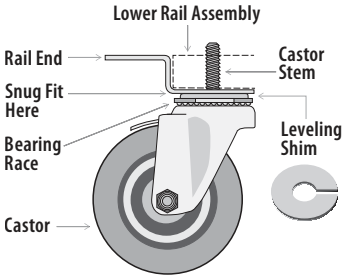

***Fig. 7.*** Castor diagram.
3. Thread the castors into the frame rail or appliance bottom. See figs. 7 and 8.